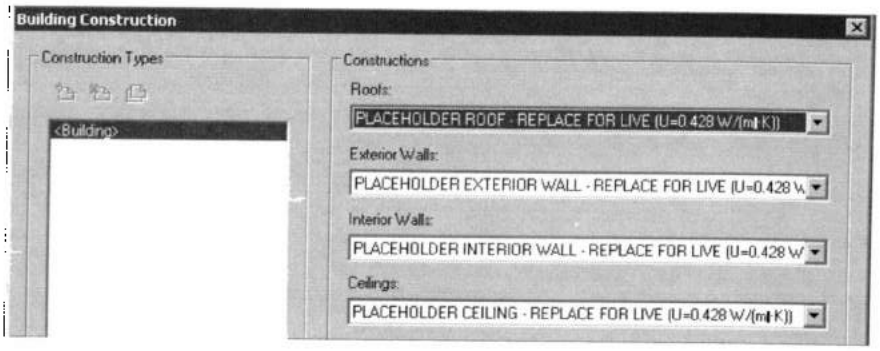

Рис. 38.5. *Выбор конструктивного исполнения элементов здания*
- **Building Construction** (Конструкция здания) – конструктивные исполнения элементов здания, влияющие на тепловые нагрузки здания. Щелчок по кнопке справа открывает одноименный боке (рис. 38.5), в котором для различных типов компонентов здания выбирается конструктивное исполнение. Значение *<Building>* является стандартным параметром типа конструкции. Его нельзя переименовать или удалить.
На вкладке **General** (Общие) можно отредактировать проектную информацию, определение которой было выше описано в составе бокса **Type Properties** на рис. 38.5.
Отщепленные (узкие) помещения. Если полость прямоугольной формы и ее меньший размер не превышает значения параметра **Sliver Space Tolerance** (Допуск отщепленного пространства) (см. рис. 38.5), то на площади полости автоматически формируются так называемые *отщепленные* помещения, которые автоматически включаются в состав смежных помещений. При этом разделяющие их ограничивающие элементы рассматриваются уже как внутренние.